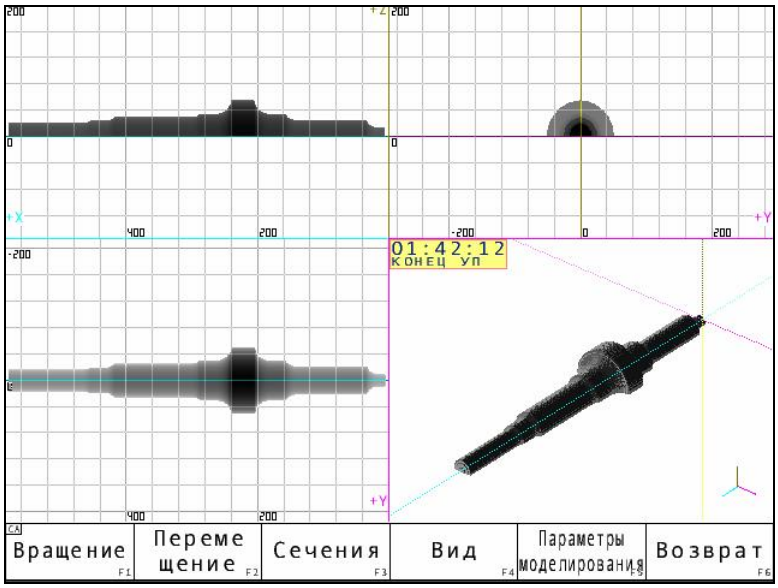

Рис. 4.7
4.6.5. При нажатии клавиш ALT и F6 ("3D - графика") происходит прорисовка трехмерной модели обрабатываемой детали (рис. 4.7).